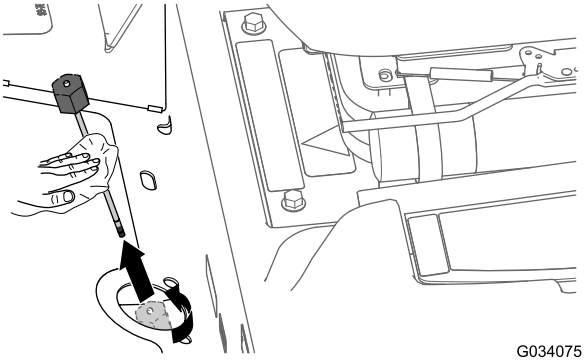

Figur 80
2. Løsn målepindsdækslet (Figur 80), fjern målepinden fra transakslens påfyldningsrør og tør målepinden af med en ren klud.